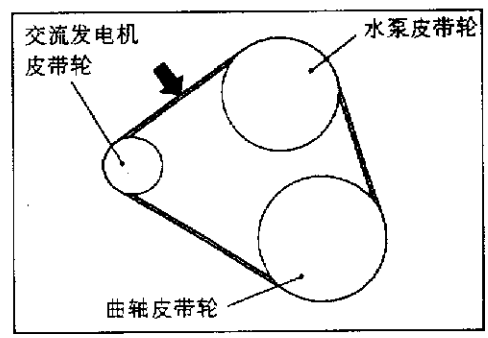

图 2－1－4
(2)挠度的检查：在皮带轮间的中央部(箭头部)如图 2－1－4 所示，施加 98N 压力，检查挠度是否符合标准值。标准值：7.7～12.3mm。